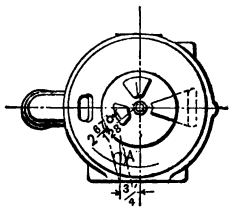

FIG. 55.
A. All are that have been put in service recently. Figs. 55 and 56 indicate the proper location for this hole in case it is desirable to install the duplex governor in connection with the old standard equipment still using the single governor.